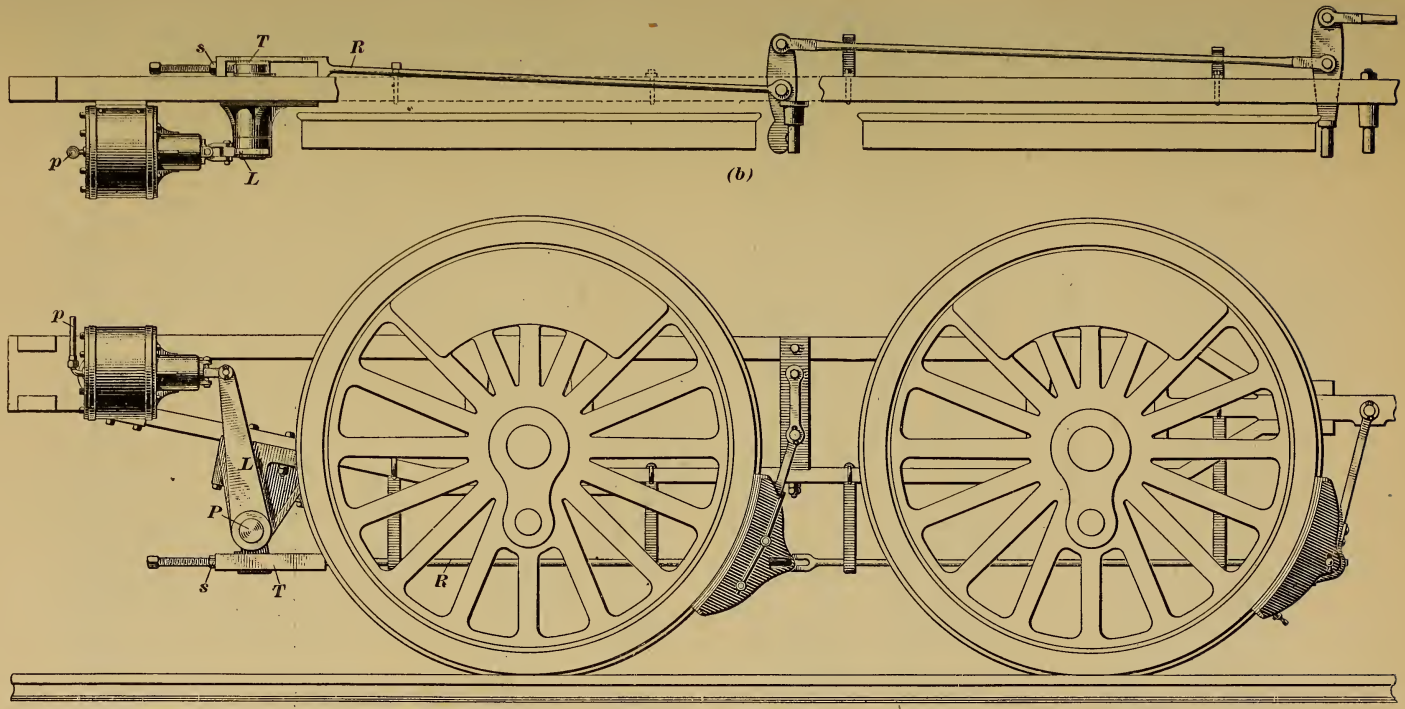

FIG. 2.
55. Outside Equalized Driver Brake.—In Fig. 2 are given two views of the American outside **equalized driver brake** as generally used at the present time on engines having three or more pairs of drivers, (*a*) being a side view and (*b*) a plan view. In this type of brake the piston is connected to the brake rod *R* by a bell-crank lever *L* that turns on the pin *P*, so that when the brake piston is forced outwards, the brake rod *R* is drawn backwards and applies the brake shoes to the wheels.